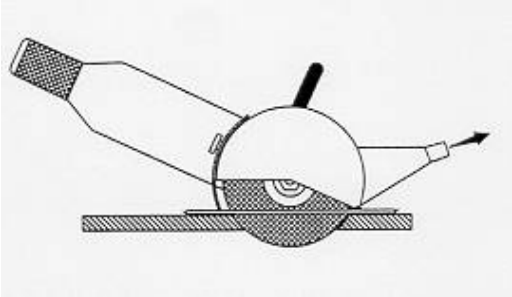

Fig. 5: Conexión para captación de polvo
- Si se ejecutan trabajos repetitivos y en seco, procurar utilizar un protector provisto de conexión para captación del polvo (Fig. 5). Naturalmente esta solución no será factible si los trabajos implican continuos e importantes desplazamientos o el medio de trabajo es complejo.